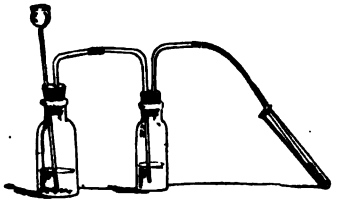

Fig. 47.
Supplies: test tubes, app. in Fig. 47, litmus paper, silver coin, s.r., sol. of $Pb(C_2H_3O_2)_2$, FeS, HCl.
1. Into a large t.t. pour about 10^{cc} of H_2S sol. (made in a gas gen., Fig. 47, by the action of HCl on ferrous sulfid, FeS, with H_2O, the preparation of which, with equation, should be described).